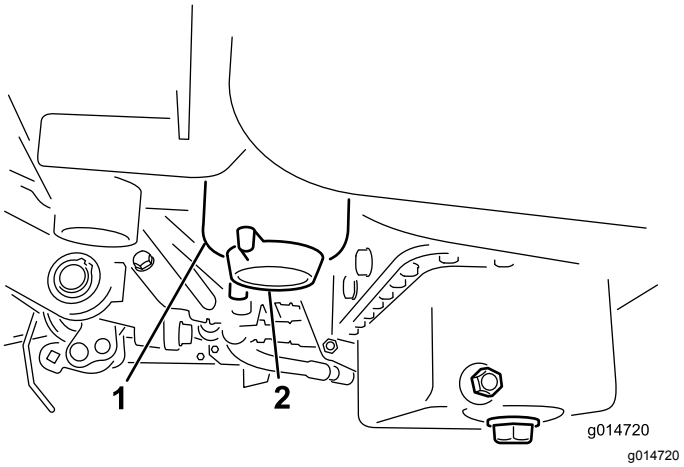

Figur 32
2. Rengjør området der filterboksen skal festes (Figur 32).
4. Åpne tappepluggen (Figur 32).